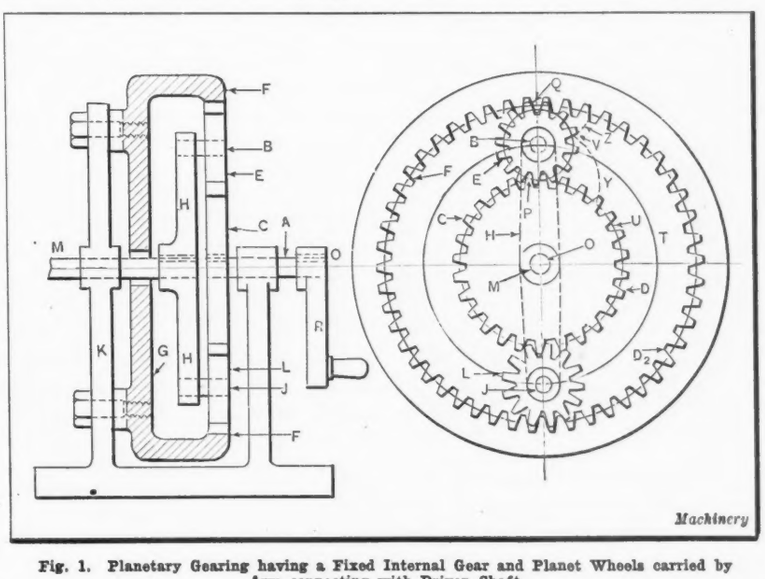

Fig. 1. Planetary Gearing having a Fixed Internal Gear and Planet Wheels carried by Arm connecting with Driven Shaft
In Fig. 1 the wheels E and L are planet wheels turning on the pins B and J, respectively. These pins are mounted in the "train arm" H which is keyed to the shaft M. The wheels C and F are "sun wheels" whose axes are at O. One of the sun wheels is usually a fixed (non-rotating) wheel, and in this illustration F is the fixed wheel. With the sizes shown in Fig. 1, if the crank arm R is the driver and if it is turned three times, the follower shaft M will turn once in the same direction as the driver.
1. The train arm, which carries the planet wheel pins, may be keyed to the follower shaft, as in Fig. 1. In this case, then, the train arm and the follower shaft each make one revolution in the same time, and according to the notation, $N = N_1$. Problems relating to this structural type will be classed in the early problems in Group 1.
The train arm is always keyed to the follower shaft in this group; hence the computation is made directly for N. The first of these problems will be solved by each of the three methods, although later on the first and third methods only will be used unless otherwise specified. In the representation of all problems in all groups, only the pitch circles of the toothed wheels will be represented, as the drawing of the tooth outlines, as shown in Fig. 1 is entirely unnecessary in the analysis and the solution. It is to be kept in mind that the pitch circles are in pure rolling action all the time; that is, there is no slippage of the pitch circles. At the point of tangency they are at rest relative to each other at any phase or instant.